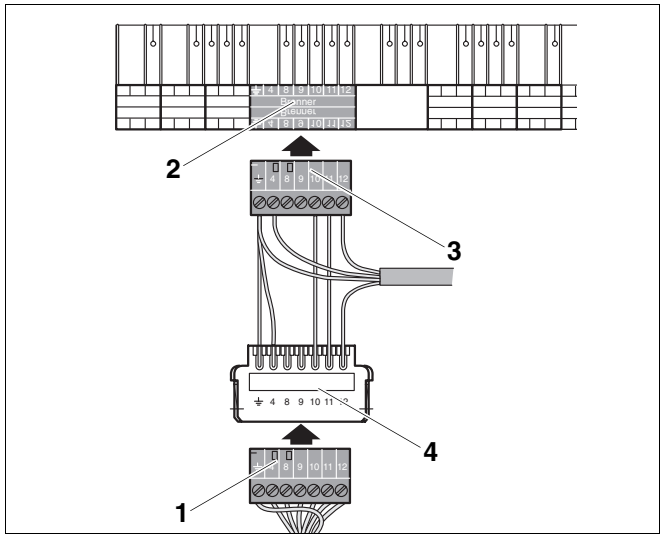

Rys. 18 Schemat wariantu przyłączenia – kabel transformatora rozdzielającego/kabel palnika/gniazdo wtykowe w sterowniku
- Wyciągnąć zieloną wtyczkę kabla palnika (rys. 18, **poz. 1**) z gniazda (rys. 18, **poz. 2**) w sterowniku.
- Włożyć zieloną wtyczkę transformatora rozdzielającego (rys. 18, **poz. 3**) do gniazda kabla palnika w sterowniku (rys. 18, **poz. 2**).
- Włożyć zieloną wtyczkę kabla palnika (rys. 18, **poz. 1**) do białego gniazda wtykowego (rys. 18, **poz. 4**) z podłączonym kablem przyłączeniowego transformatora rozdzielającego.